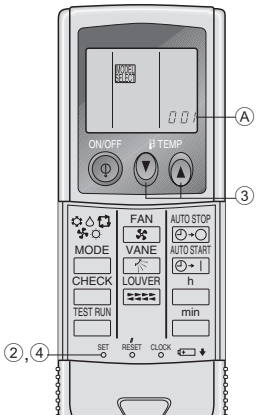

Fig. 6-7
1) Programmation (Fig. 6-7)
① Introduire les piles.
② Appuyer sur le bouton SET à l'aide d'un objet pointu.